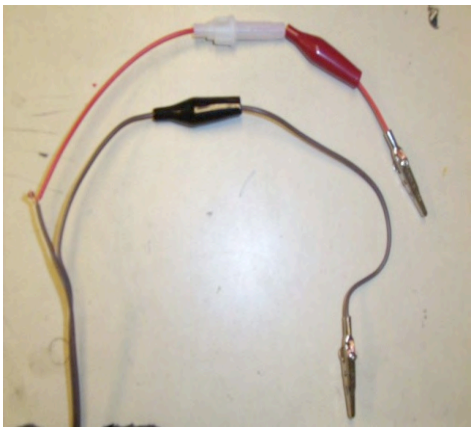

**Figure 35:** Battery end of the power cable.
9. On the part of the cord that you just separated, find the positive (ribbed or marked) side and cut off 13" (33cm) of the positive wire. This section will be replaced with the fuse cap wire, as shown in Figure 35 below.
14. Attach alligator clips to the fuse cap wire (+), and to the negative side of the power cord (-). Stick the wire in through the back of the clip, and up through the hole near the screw. Loosen the screw and wrap the wire around it clockwise. Tighten the screw. You can solder the connection if you want to. At this point, your power cable should look like Figure 35.